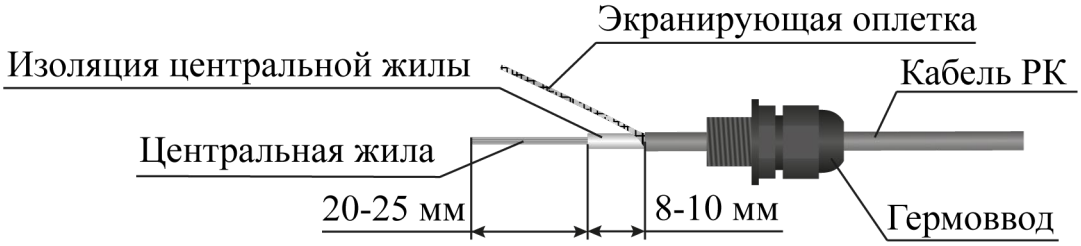

Рисунок 4.23
– на кабель РК надеть гермоввод, корпус муфты (рисунок 4.23);
– слегка затянуть накидную гайку гермоввода (рисунок 4.23);
– снять изоляцию центральной жилы, оставив 8 - 10 мм до края внешней изоляции (рисунок 4.23);
– обкусить центральную жилу, оставив 20 – 25 мм (рисунок 4.23)